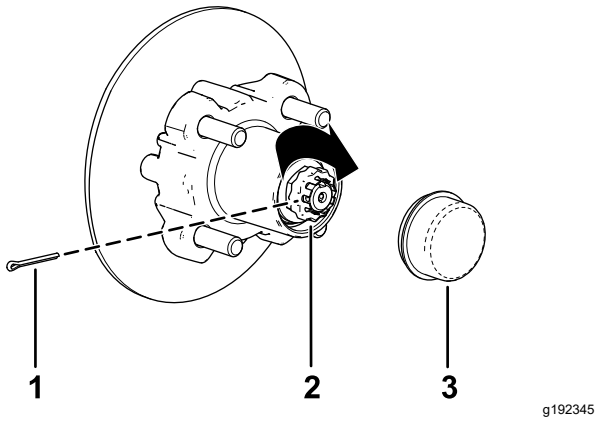

Figur 37
8. Montera hållaren över muttern och kontrollera inriktningen mellan skåran i hållaren och hålet i spindeln för saxpinnen (Figur 37).
9. Montera saxpinnen och böj benen runt hållaren (Figur 37).
10. Montera dammkåpan på navet (Figur 37).